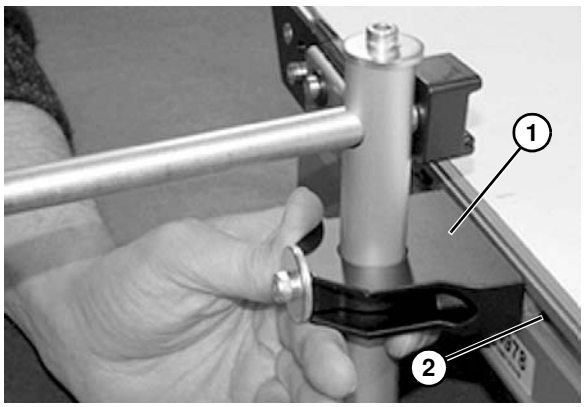

Abbildung 19
1. Führungshalterungsbaugruppe **(Abbildung 19, Teil 1)** in den T-Schlitz des Förderbands **(Abbildung 19, Teil 2)** einbauen.